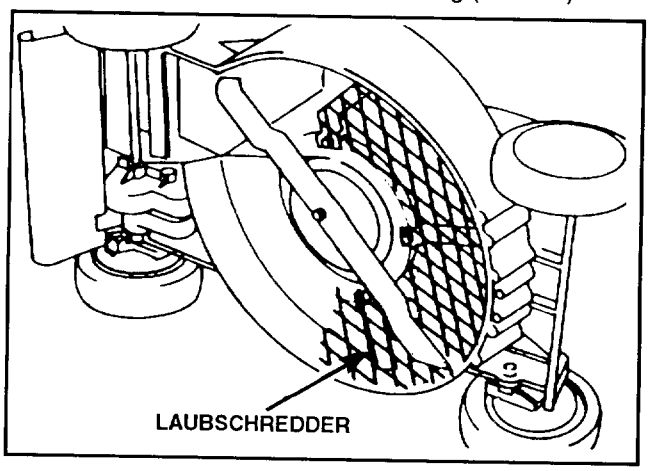

Abbildung 28
2. Laubschredder-Kit, Modell Nr. 59181 – In Minuten auf der Unterseite des Mähers montierbar, ohne daß Mähmesser abgenommen werden muß. Zerkleinert Blätter und erlaubt damit sauberes Absaugen in den Grasfangsack und praktische Entleerung (Abb. 28).